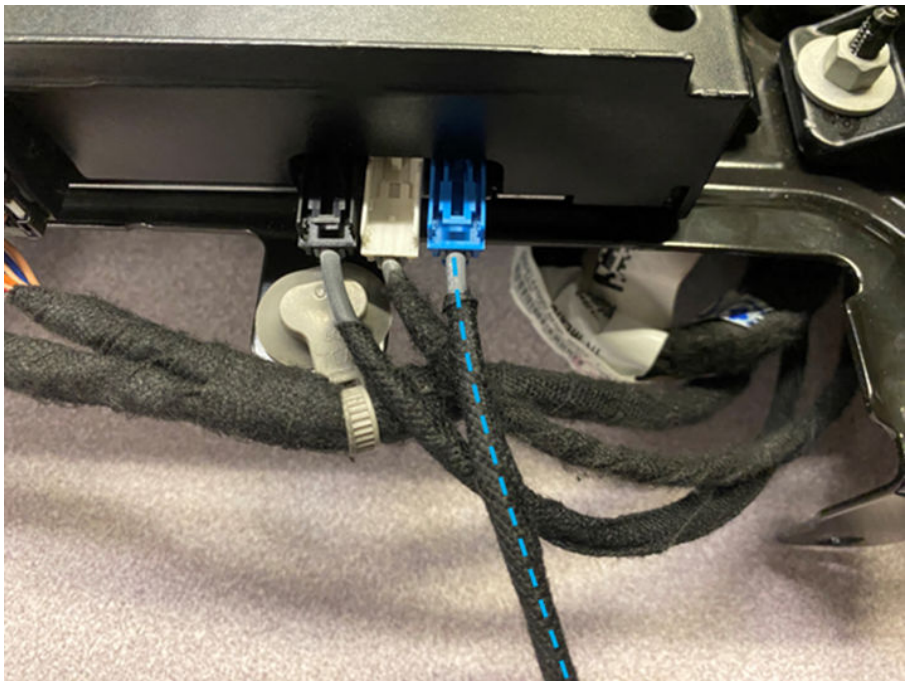

Рис. 9. Установка синего разъёма Ethernet
19. Подключить синий разъём к модулю CADM2 (MAP), рис. 9.